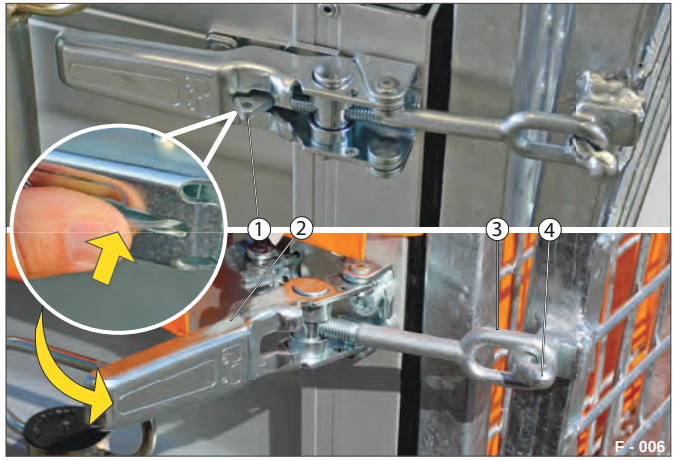

Fig. 10 Lukkeanordning til rampevæg
▶ Tryk snapsikringen (Fig. 10 /1) ind.
▶ Træk hurtigspændehåndtaget (Fig. 10 /2) op, og frigør øjet (Fig. 10 /3) fra krogen (Fig. 10 /4).